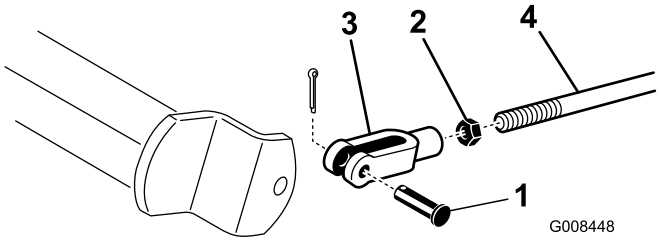

**Figur 46**
2. Koppla bort bromsstängerna genom att ta bort saxpinnen och sprintbulten om bromsarna inte låser sig lika mycket (Figur 46).
3. Lossa kontramuttern och justera sprinten (Figur 46).
4. Montera sprinten på bromsaxeln (Figur 46).